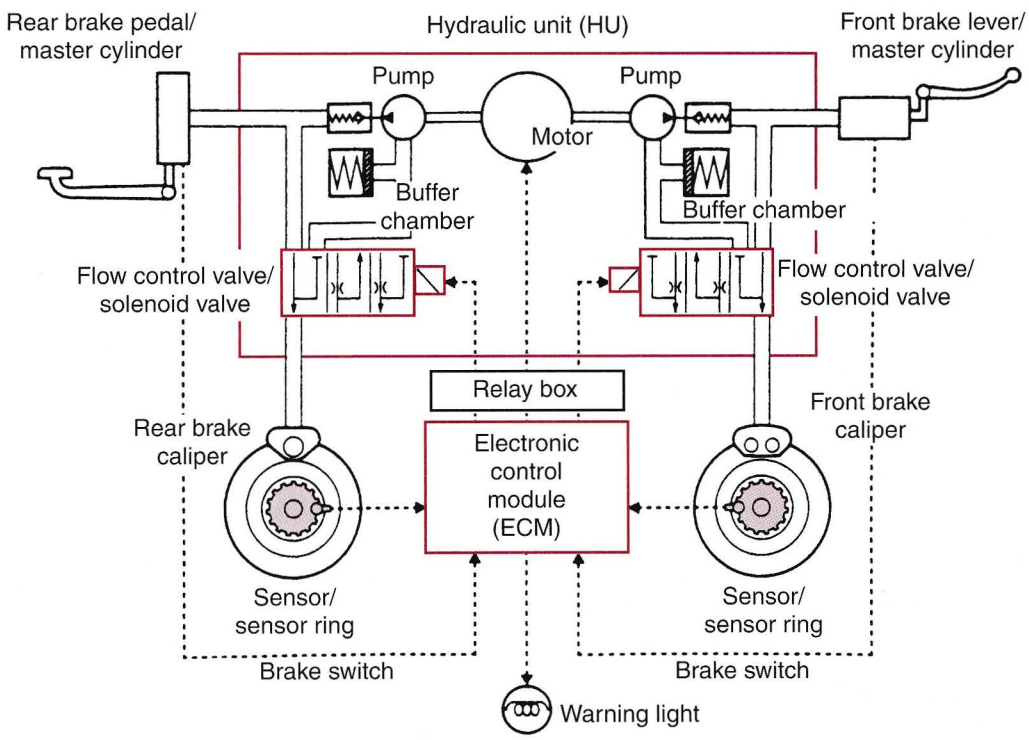

Figure 15-38. Main components of ABS hydraulic unit. (Yamaha Motor Corporation U.S.A.)
inside the tail cowl. The ECM is usually housed in a rubber cover for protection against water. As shown in **Figure 15-38,** the ECM receives signals from the front and rear wheel speed sensors and monitors the circuit signals. Microprocessors in the ECM process the ABS control logic. ECM operation is monitored and controlled by the CPU. Based on these results, control signals are supplied to the hydraulic unit, the fail safe relay, and the ABS warning light.
The ***hydraulic unit (HU)*** is a component that controls the brake system hydraulic pressure, based on instructions from the ECM, **Figure 15-38.** It is installed on the right side of the battery box.